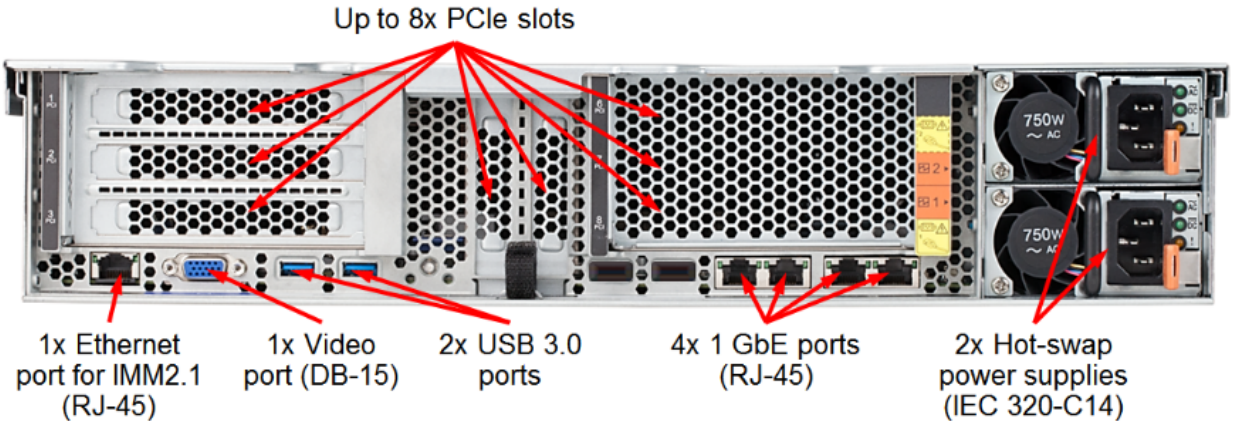

**Figure 14: x3650 M5 generic machine type 8871 rear view**
**Figure 14** shows the rear view of x3650 M5 generic machine type 8871.